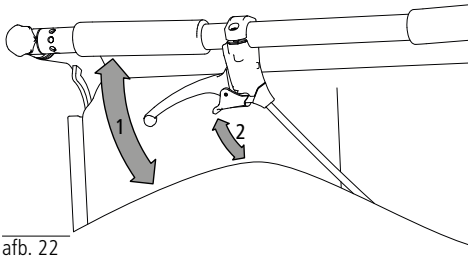

afb. 22
1. Door de handrem omhoog te trekken (1, afb. 22) kan de rolstoel gecontroleerd worden geremd.
2. U kunt de handrem vastzetten om de rolstoel te blokkeren. Trek daarvoor ook de kleine vergrendelingshendel naar boven (2, afb. 22). Deze blijft in de hoogste positie staan. Door de handrem verder naar boven te trekken wordt de vergrendeling opgeheven en is de rem weer vrij.